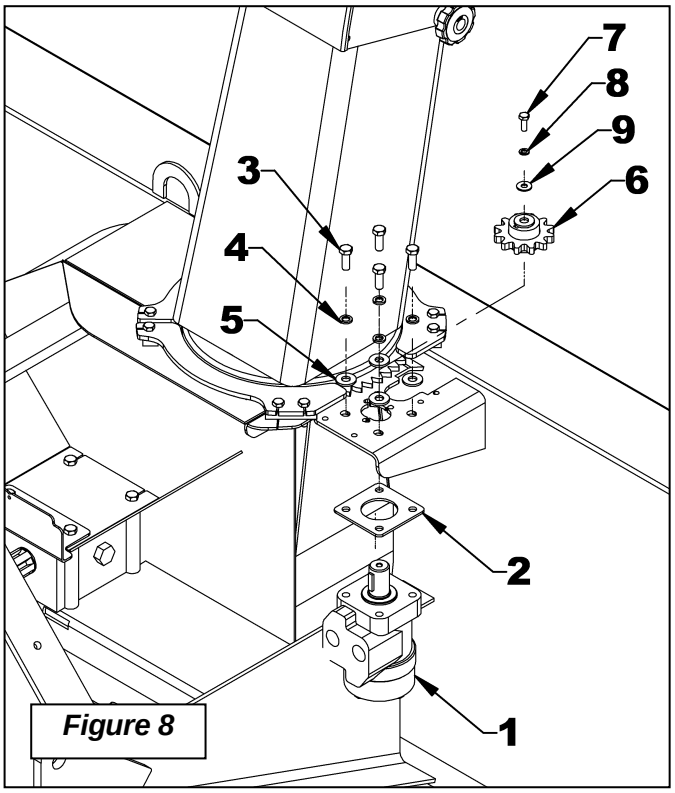

Figure 8
(Figures 8 à 12)
2. **Figure 8:** Positionner l'espaceur du moteur (item 2) sur le dessus du moteur (item 1) en alignant les trous. Installer le moteur (item 1) sous la base du bâti de la souffleuse et le fixer à l'aide de quatre boulons 3/8''NC x 1'' (item 3), quatre rondelles de blocage 3/8" (item 4) et quatre rondelles plates 3/8" (item 5). Serrer légèrement.
3. **Figure 8:** S'assurer que la clé Woodruf est placée sur l'arbre du moteur et insérer l'engrenage du moteur (item 6) sur celui-ci. Fixer à l'aide d'un boulon 1/4"NC x 3/4" (item 7), une rondelle de blocage 1/4" (item 8) et une rondelle plate 1/4" (item 9).